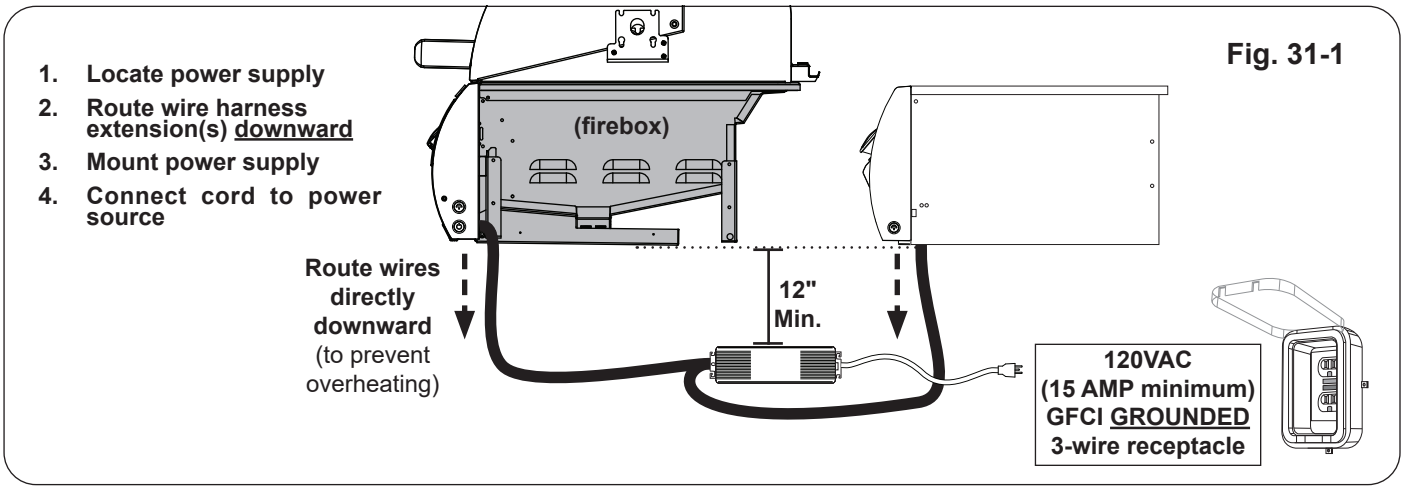

Fig. 31-1
1. The power supply MUST be located at least 12 inches below the bottom of the grill and/or sideburner (see Fig. 31-1).
2. The wire harness extension that exits from the control panel MUST be routed directly downward. This will prevent overheating. **DO NOT** route the wire harness extension below the grill firebox and/or sideburner (see Fig. 31-1).
- located at least 12" below the bottom of the unit (see Fig. 31-1)
5. Connect the power cord to a **120VAC (15 AMP minimum) GFCI GROUNDED three-wire receptacle** (see Fig. 31-1). The GFCI receptacle must be a WEATHER-PROOF IN-USE COVERED RECEPTACLE.